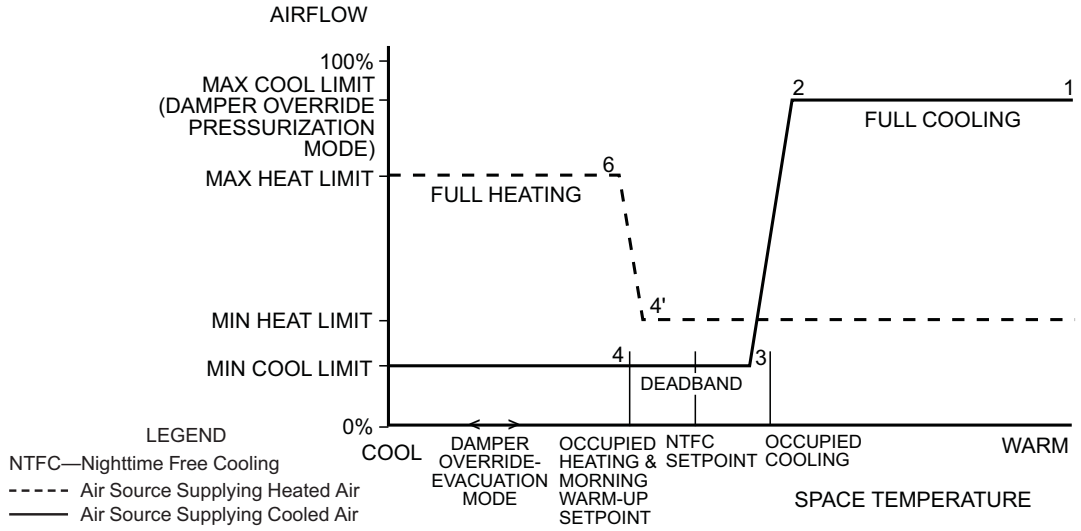

Figure 2 - Sequence of Operation for Series Fan Powered Air Terminal—Without Heat
A. Cooling: (refer to numbers on flow diagram). See Fig. 2.
B. Heating: (when the primary air source is providing heated air, refer to numbers on flow diagram). See Fig. 2.